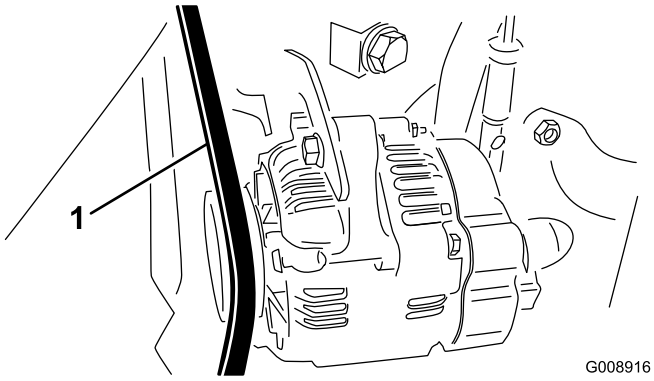

Figur 69
2. Kontroller tilspændingen ved at trykke ned på generator-/ventilatorremmen midtvejs mellem remskiverne på generatoren og krumtapakslen med en belastning på 10 kg (30 Nm) (Figur 69).